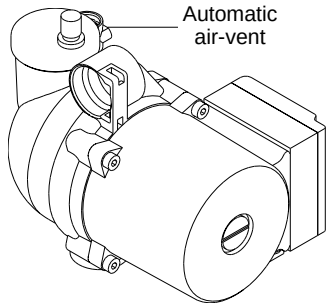

Fig. 18 Complete pump assembly
6.5 PUMP HEAD (see fig. 18)
6.7 AUTOMATIC AIR RELEASE VALVE (see fig. 18) (AAV)